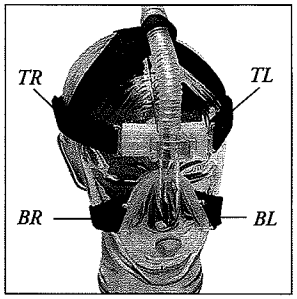

Figure 3
S'assurer que la sangle supérieure gauche (TL) est insérée dans la boucle de sangle correspondante étiquettée TL sur l'ensemble masque, comme l'indique la **Figure 3**. De la même manière, s'assurer que les sangles restantes correspondent aux boucles de sangle restantes.